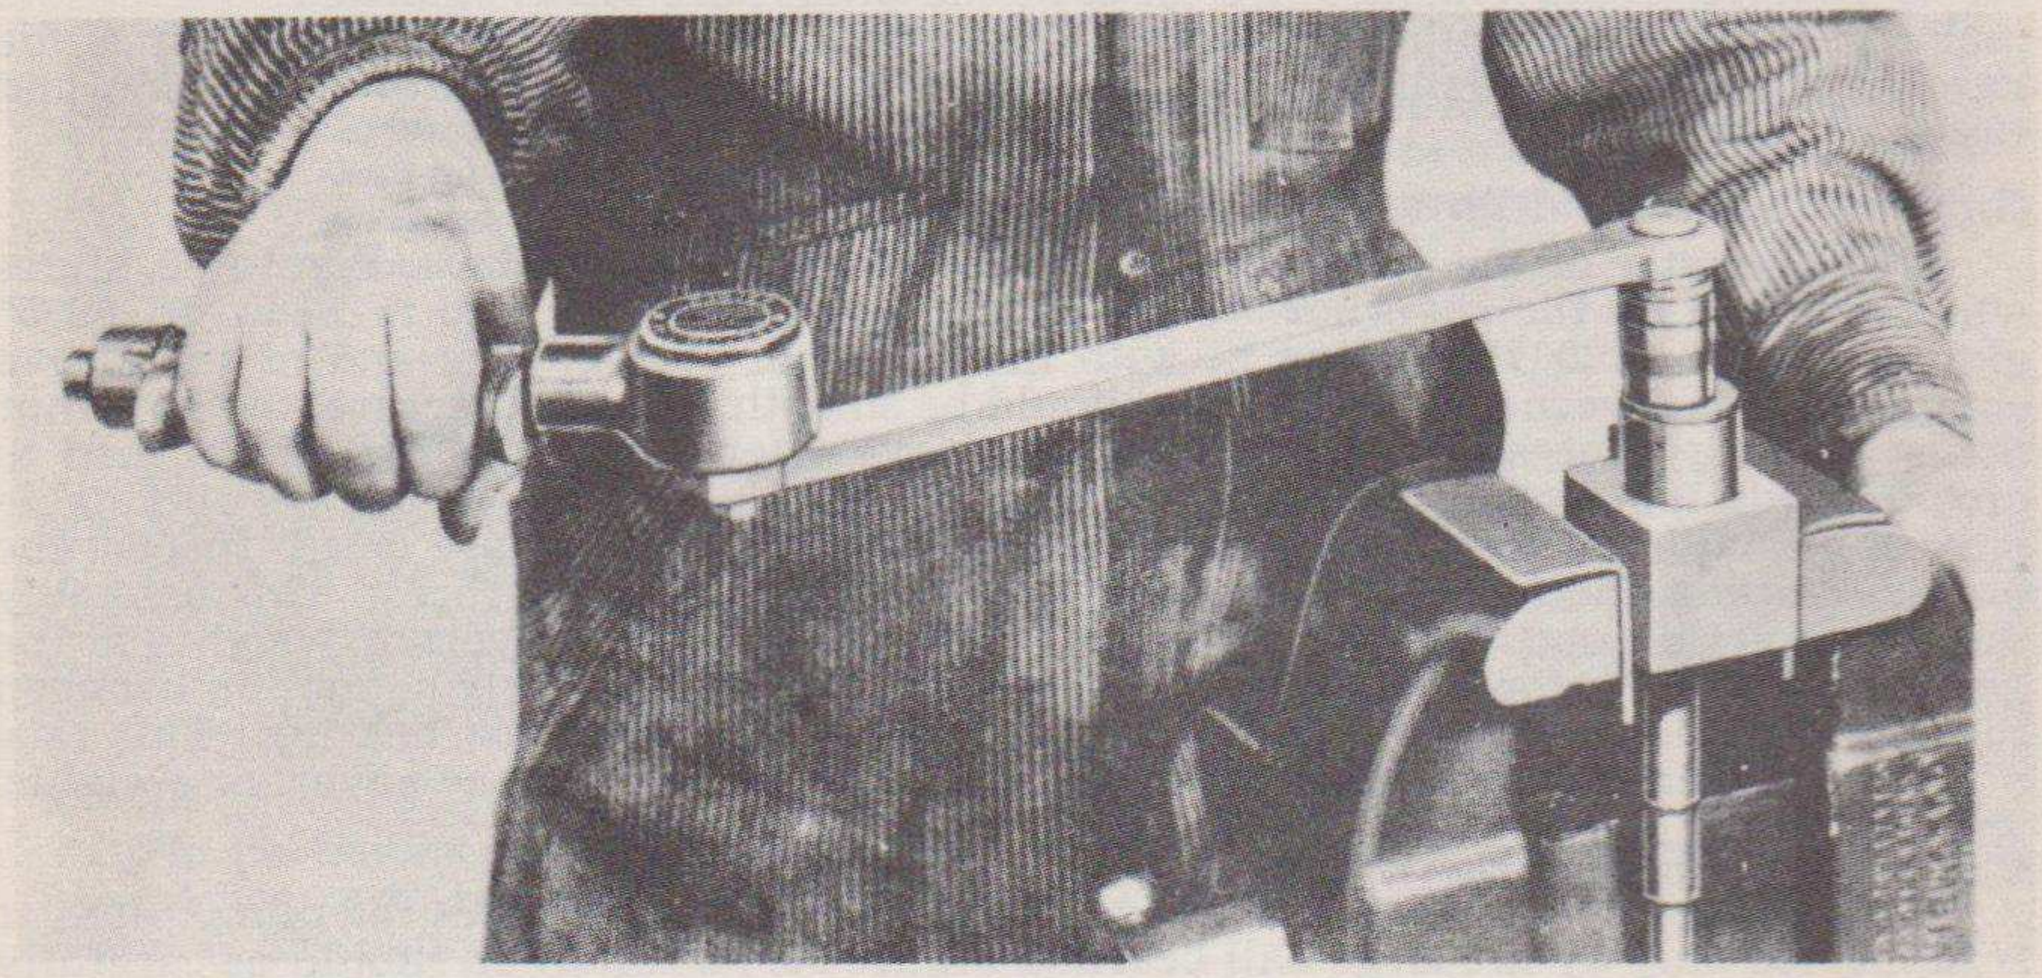
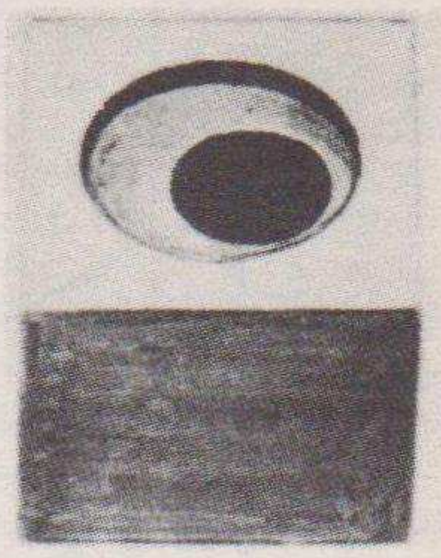

Fig. 96—Tightening governor shaft self-locking nut to 45 ft.-lbs. torque using special service tool to hold shaft in a vise.
Fig. 97—Governor shaft eccentric bearing service tool.
By holding the governor shaft in a fixture similar to that sketched, the ¾" hex, self-locking, governor shaft nut (1), may be turned from the shaft. Figure 96 shows this block in use while tightening the nut (1). With the nut (1) removed, the governor shaft eccentric washer (2), the governor shaft eccentric bearing sleeve (3), and the needle bearing rollers (4) (36 rollers) will slip from the shaft. All the parts of the governor shaft assembly are shown in Figure 94.
the clean sleeve over the eccentric bearing journal, place 36 clean rollers (3), no more or no less, between the sleeve (4) and the journal. After they are in position, locate the governor shaft eccentric washer (2) over the pin in the end of the shaft and turn the self-locking governor shaft nut (1) on by hand. Set the shaft in a fixture similar to that shown in Figures 97 and 98 and draw down nut (1), Figure 94, to 45 ft.-lbs. torque with a torque wrench as shown in Figure 96. Check the end play of the sleeve of the eccentric bearing; it should be .010" to .025"